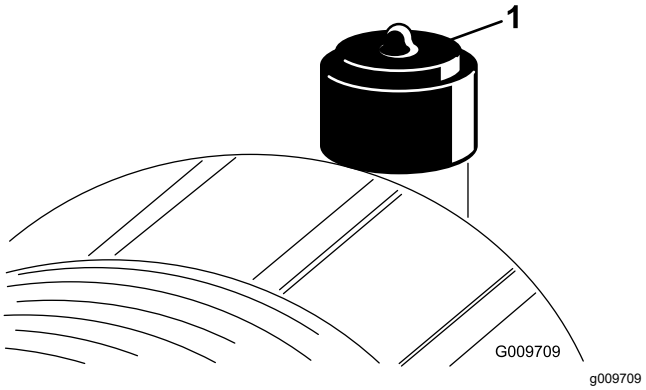

Bild 55
Warten Sie den Luftfiltereinsatz nur, wenn die Verstopfungsanzeige dies angibt (Bild 55). Das frühzeitige Auswechseln des Luftfilterelements erhöht die Gefahr, dass Schmutz in den Motor gelangt, wenn Sie das Filterelement entfernen.
2. Stellen Sie die Verstopfungsanzeige (Bild 55) zurück, wenn sie auf Rot steht.